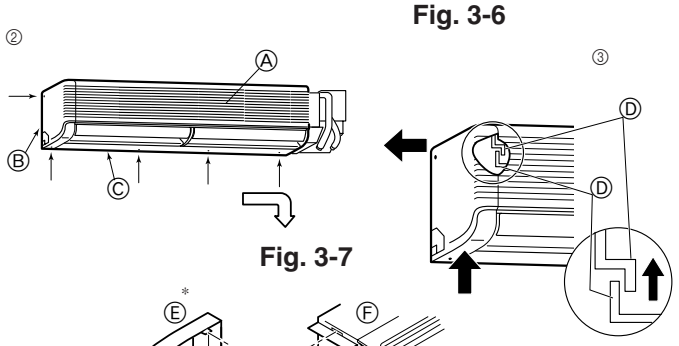

Fig. 3-7
② Retirer les cinq vis marquées de flèches sur le diagramme. (Fig. 3-7)
③ Déposer le panneau latéral gauche, puis le panneau inférieur.